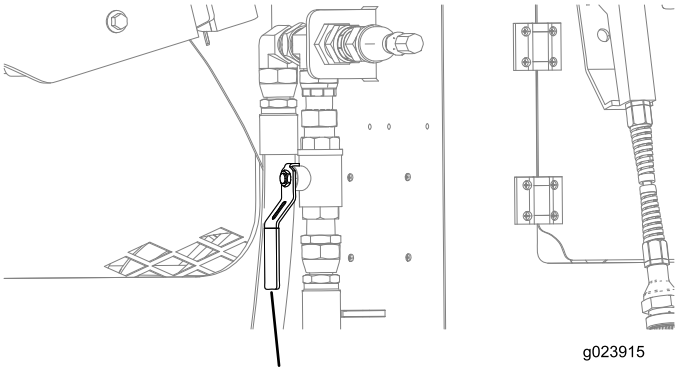

Figure 161
B. Ouvrez le robinet près du compartiment arrière (Figure 161).